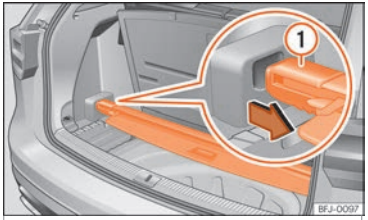

Fig. 154 Debajo del suelo del maletero: guardar la bandeja del maletero.
- Coloque la bandeja del maletero en el soporte previsto a tal efecto ››› fig. 154.